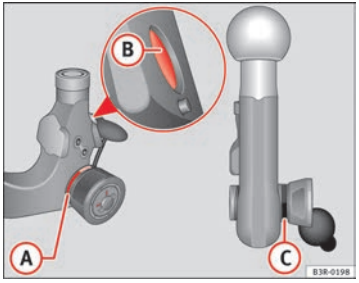

Fig. 156 Removable towing bracket: Ball joint ▶
– Check that the red marking (A) ⇒ page 198, fig. 156 on the knob is inside the black zone marked on the ball joint.
– Check that the locking pin (B) is inside the holes in the shaft section of the ball joint.
– Check that the knob protrudes visibly from the ball joint, so that there is a clear gap (C) between the knob and the ball joint.